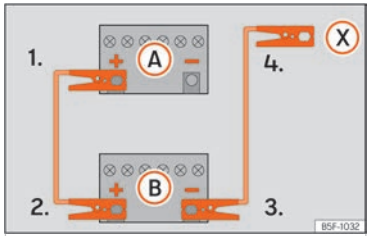

Fig. 210 Esquema de connexió per a vehicles sense sistema Start Stop.
2. Emborneu un extrem del cable *vermell* d'emergència al pol positiu (+) del vehicle amb la bateria descarregada (A).
3. Emborneu l'altre extrem del cable *vermell* d'emergència al pol positiu (+) del vehicle que subministra el corrent (B).
4. *Vehicles sense sistema Start–Stop:* emborneu un extrem del cable negre d'emergència al pol negatiu (–) del vehicle que subministra el corrent (B) ››› fig. 210.